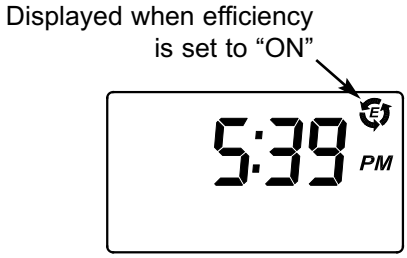

FIG. 22
3. Press the SELECT / MENU button three times, to return to the normal run display (See Figure 22).